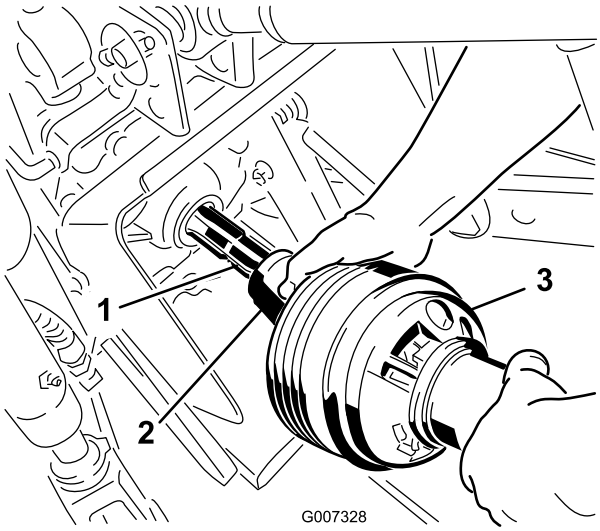

Figuur 20
3. Sluit de aftakas aan op de aftakas van de tractor (Figuur 20).